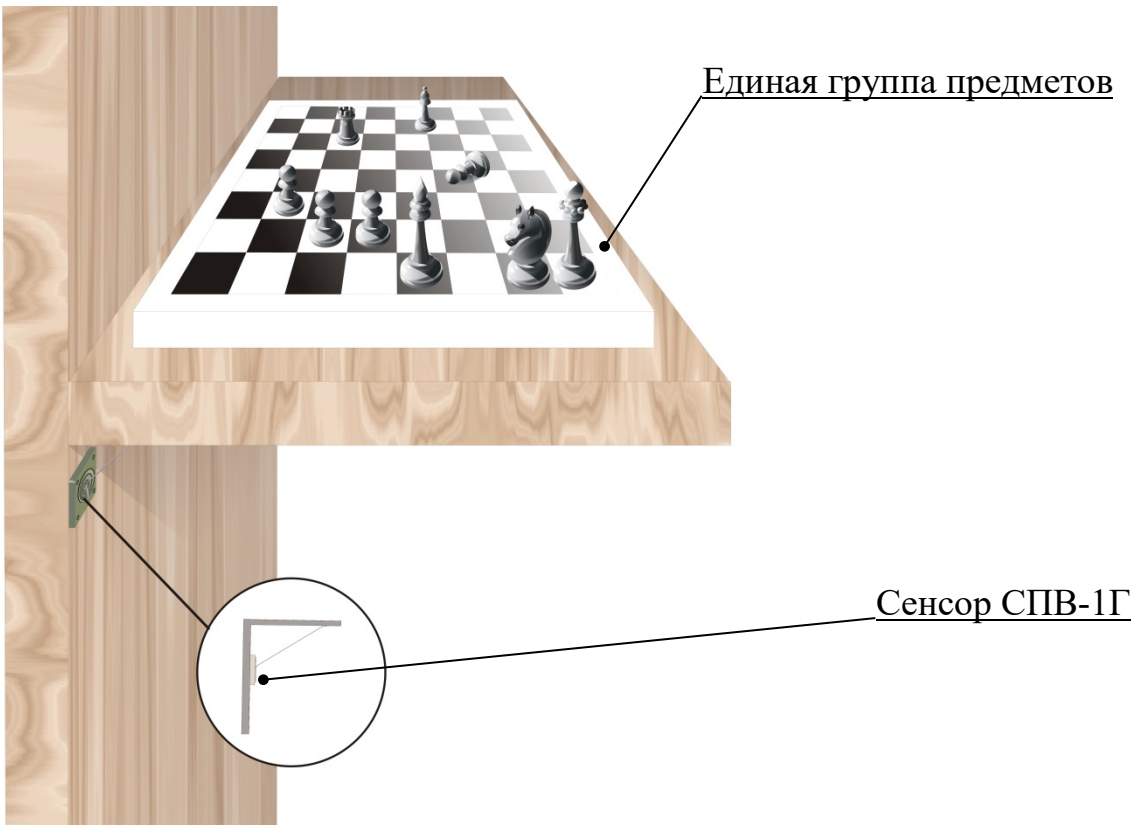

Рисунок 2.6
2.2.4.3 Оборудование охранной сигнализацией единой группы предметов осуществляется оборудованием единой поверхности (подставки, подиума, столешницы), на которой расположены предметы с использованием одного сенсора (рисунок 2.6). При этом извещатель должен быть настроен на обнаружительную способность, не превышающую 20 % от веса самого легкого охраняемого предмета.